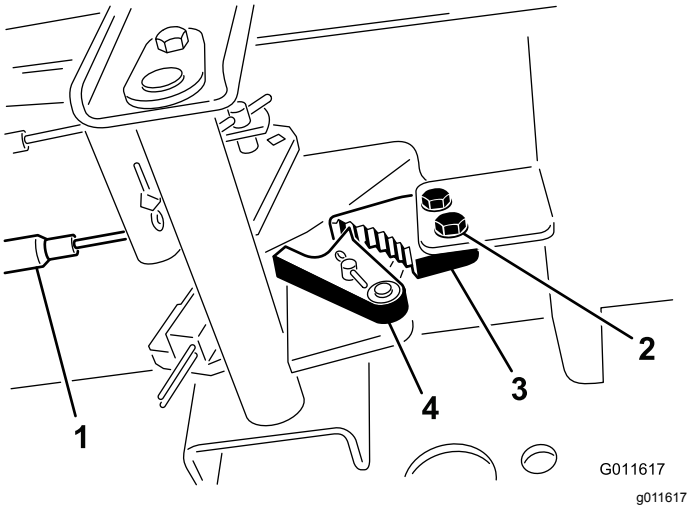

Figur 96
1. Løsne de to skruene som fester parkeringsbremsespaken til rammen (Figur 96).
2. Trykk parkeringsbremsepedalen fremover til bremsesperrehaken aktiveres fullstendig på bremsesperren (Figur 96).